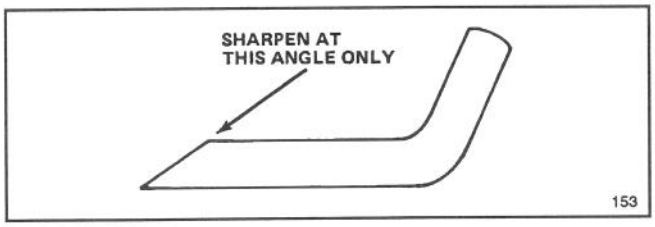

Figure 24
6. SHARPENING BLADE—Using a file, sharpen top side of blade (side facing top of mower housing) and maintain original cutting angle (Fig. 24). The blade remains balanced if the same amount of material is removed from both cutting edges.